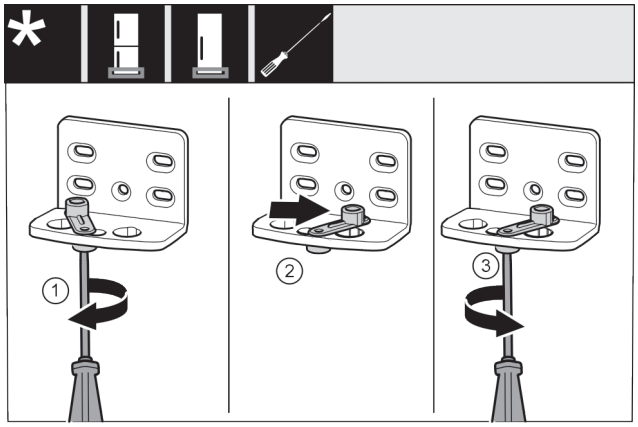

Fig. 13
▶ Vijake *Fig. 13 (1)* rahlo privijte z izvijačem.
▶ Privzdignite pripomoček za zapiranje vrat *Fig. 13 (2)* in ga v luknji zavrtite za 90° v desno.
▶ Zategnite vijak *Fig. 13 (3)* z izvijačem.